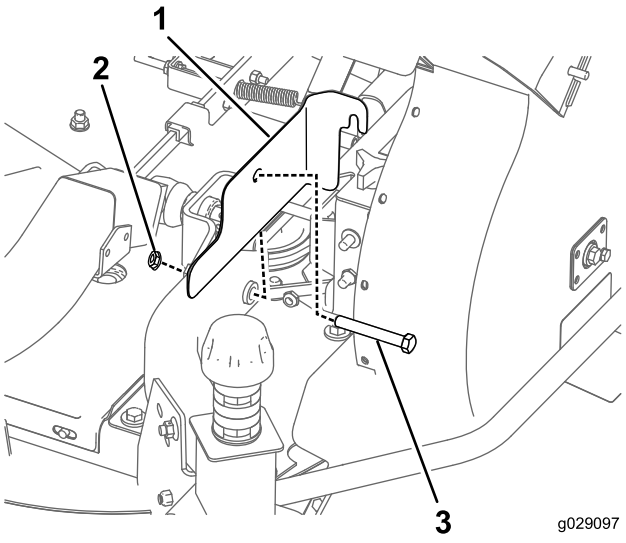

Figura 25
1. Instale el protector de la correa en la máquina (Figura 25).